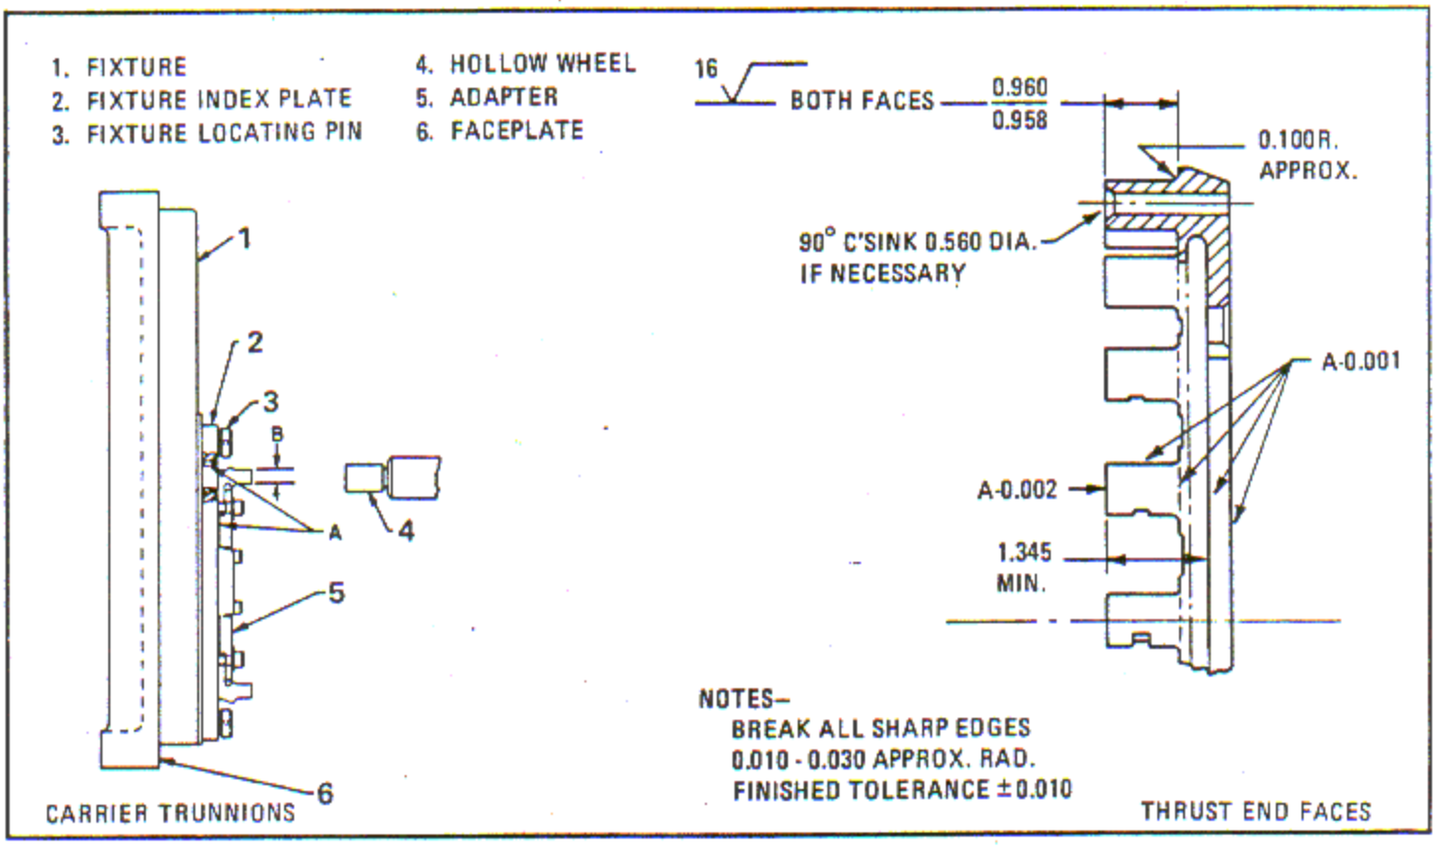
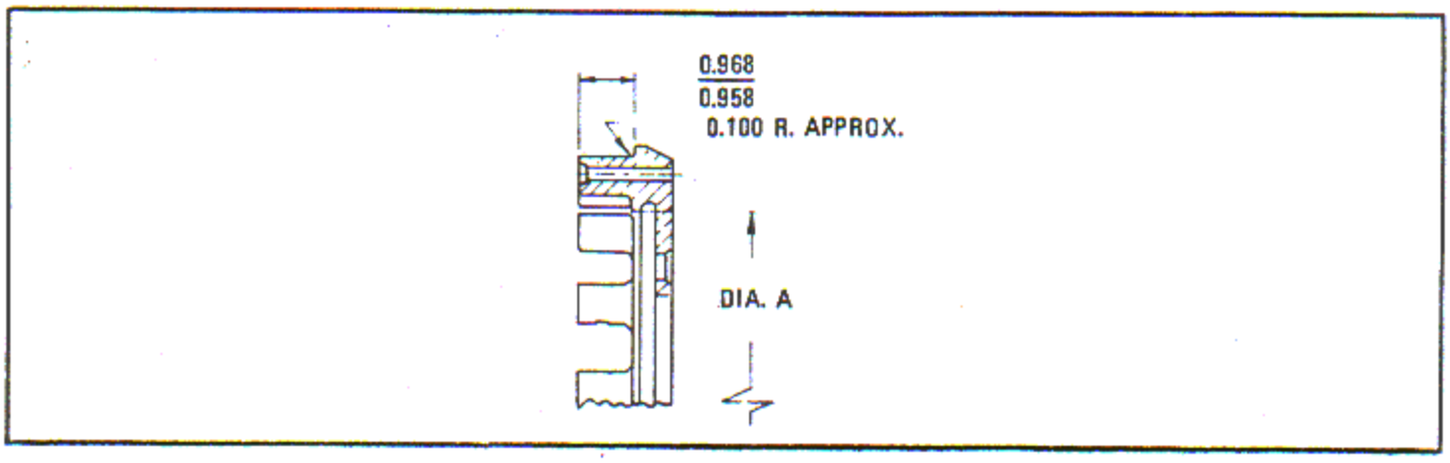

Figure 6-69. Grinding Reduction Gear Pinion Carrier Trunnions and Thrust End Faces
Figure 6-70. Reduction Gear Pinion Carrier Trunnion Reconditioning
b. Place fixture (1, figure 6-69) on an internal or universal grinder faceplate (6). Insert the two fixture locating pins (3) and tighten.
d. Place carrier on adapter (5), that has been chilled to -57°C (-70°F) in accordance with standard shop practices. Line up the slot in adapter central with No. 16 trunnion. Place adapter with carrier on fixture (1). Clamp lightly with capscrews.
g. Remove the two fixture locating pins (3, figure 6-69) and turn fixture indexing plate (2) to next indexing hole. Insert the two locating pins and tighten securely. Repeat the grinding operation outlined in step f. above for the remaining trunnions. Stone or polish any sharp edges. Restore the 0.100 inch approximate radius at base of trunnions. See figure 6-70.
a. Grind trunnion thrust and end faces in accordance with figure 6-69.
b. After grinding the trunnion end face, measure the 90 degree countersink diameter. Remachine, if necessary, to reincorporate the required counterink, in accordance with figure 6-69.